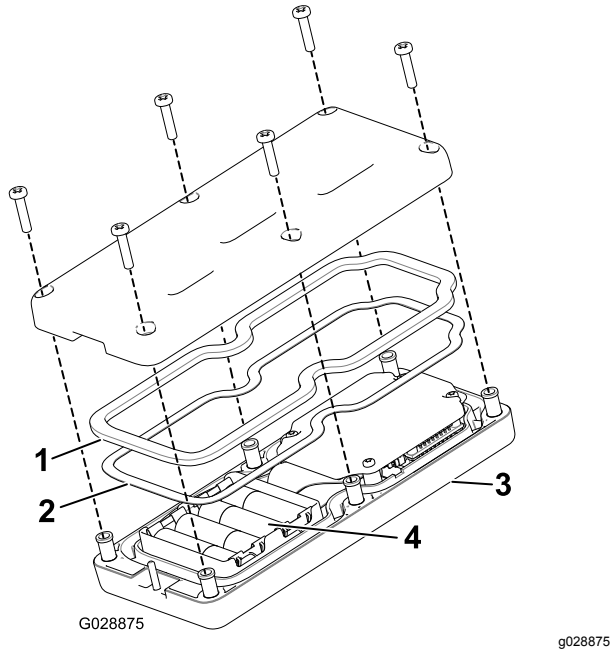

**Figuur 46**
3. Verwijder de 6 schroeven van de achterkant van het bedieningspaneel en verwijder het deksel (Figuur 46).
5. Let op de polariteit van de batterijen terwijl u de nieuwe plaatst. (Als de batterijen onjuist worden geplaatst, raakt de eenheid niet beschadigd, maar ze zal niet meer functioneren). Op het draagtoestel staat de polariteit van de contacten aangegeven (Figuur 46).
6. Als u per ongeluk de rubberen afdichting en de stalen pakking hebt verwijderd, moet u ze zorgvuldig terug plaatsen in de groef in het bedieningspaneel (Figuur 46).
7. Plaats het deksel terug en bevestig het met de 6 schroeven die u eerder hebt verwijderd (Figuur 46) en draai deze vast met een torsie van 1,5 tot 1,7 N·m.